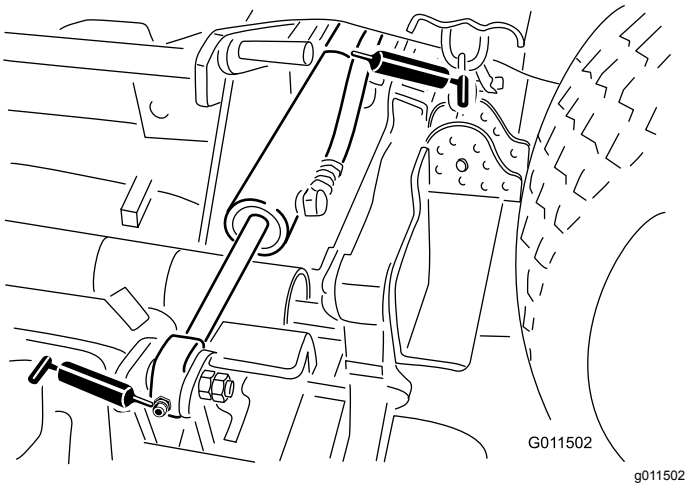

Figur 69
Yderste løftecylinder (4) (Figur 69)